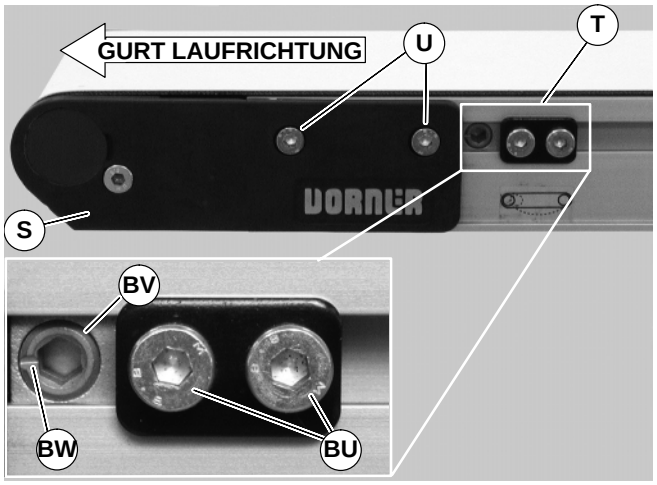

Abbildung 42
Förderbänder ohne V-Führungen sind mit Spurführungsnocken ausgestattet (T siehe Abbildung 42) um die Spurführung des Gurtes anzupassen.
1. Sicherstellen, dass die Deckplatten–Befestigungsschrauben (U siehe Abbildung 42) zu beiden Seiten des Förderbandes festgezogen sind.
2. Zu beiden Seiten des Förderbandes die zwei (2) Nocken–Befestigungsschrauben lösen (BU). Die Nocken einstellen (BV), bis die Anzeigeschlitze (BW) horizontal vor dem Förderbandende liegen. Dann die Nockenbaugruppen gegen die Deckplatten schieben (S) und die Nocken–Befestigungsschrauben (BU) mit 7 Nm wieder festziehen.
3. Auf der Seite, in deren Richtung der Gurt läuft, die Deckplatten–Befestigungsschrauben lösen (U).
4. Bei laufendem Förderband mit einem 5 mm Innensechskantschlüssel den Spurführungsnocken (BV) in kleinen Schritten drehen, bis der Gurt in der Mitte des Förderbandes liegt. Dann die Nocke in dieser Position festhalten und die Befestigungsschrauben der Deckplatten (U) mit einem 4 mm Innenechskantschlüssel mit 7 Nm wieder festziehen.